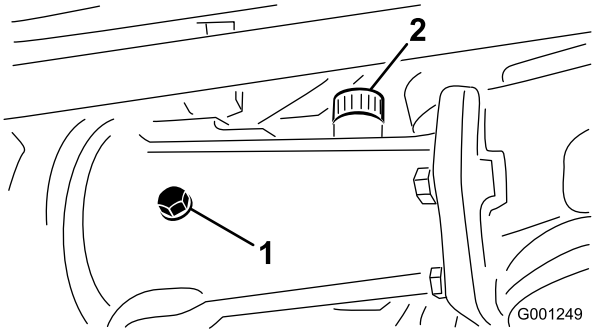
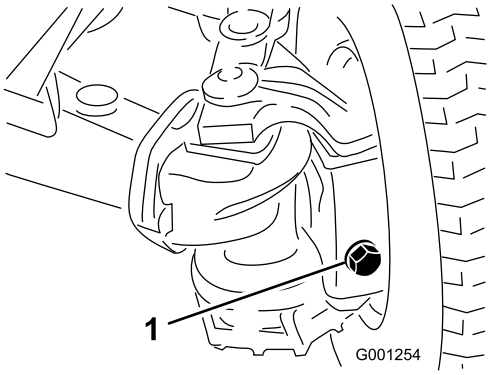

Figur 27
Figur 28
2. Fjern kontrollpluggene fra akselen, og pass på at det er olje opp til bunnen av hvert hull. Hvis oljenivået er lavt, fjerner du fyllepluggene og fyller olje til den når opp til bunnen av kontrollplugghullene (Figur 27 og Figur 28).